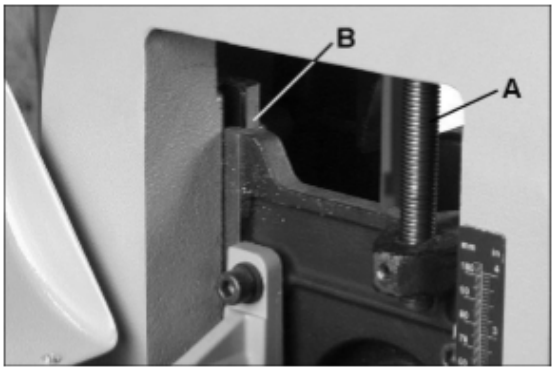

Рис. 18
- По мере необходимости смазывайте подъемный ходовой винт (A, Рис. 18).
- Поддерживайте чистоту в зоне регулировочных клиньев (B, Рис. 18). Периодически слегка смазывайте клинья консистентным смазочным материалом.